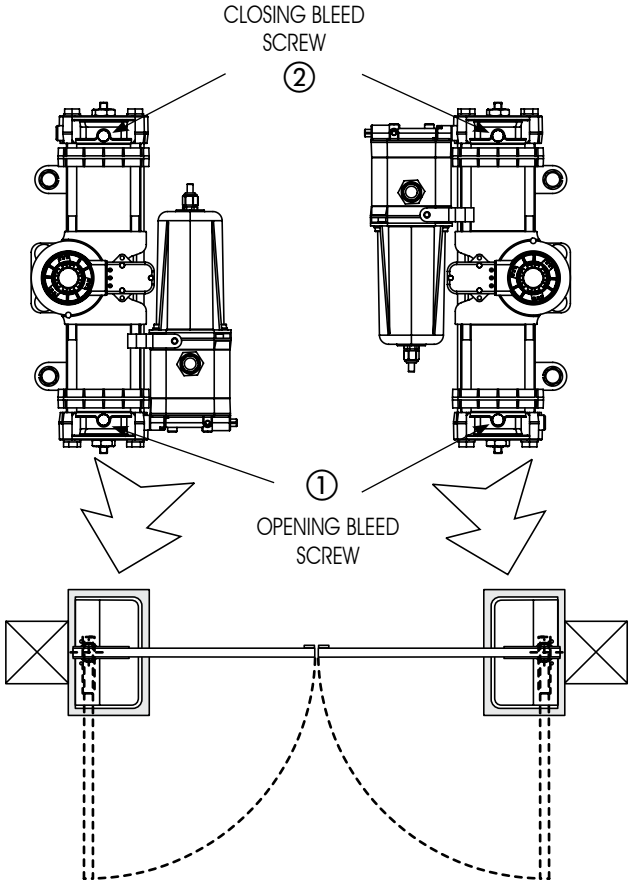

Fig.29
2) While the leaf is moving, loosen the opening bleed screw (Fig.29 ref.①)
6) While the leaf is moving, loosen the closing bleed screw (Fig.29 ref.②)